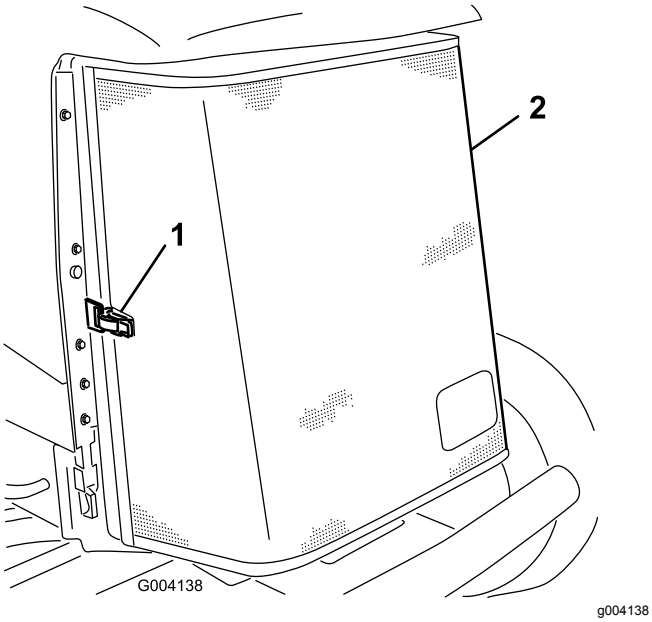

Figur 95
3. Lås opp klemmen og sving bakre skjerm åpen (Figur 95).